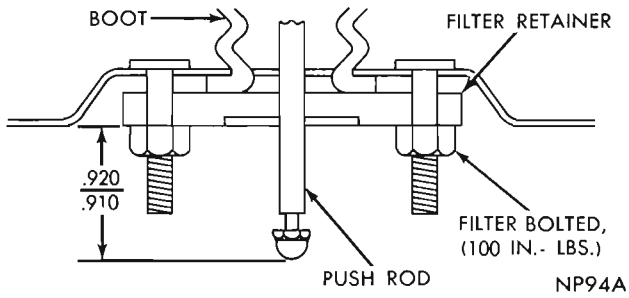

Fig. 2—Push Rod Measurement
(1) Install power brake assembly into dash and tighten attaching nuts 150 inch-pounds.
(2) Install master cylinder on power brake. Tighten mounting nuts to 100 inch-pounds. Be sure power brake output push rod is set to correct length (Fig. 2). With power brake attached to dash panel and vacuum supplied to unit, the master cylinder should compensate (force jet of fluid up through front chamber compensation port).